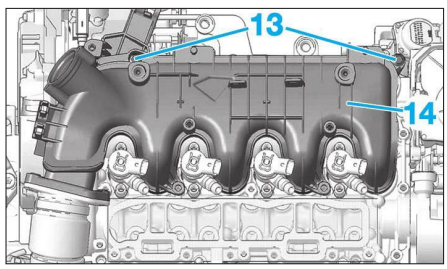

**Fig. 45**
- les 2 vis (13) **(Fig.45)**,
- le répartiteur d'air d'admission (14),